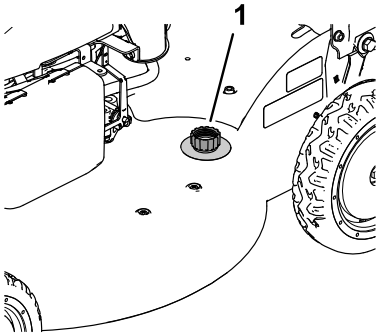

Figure 34
4. Branchez un tuyau d'arrosage, relié à une arrivée d'eau, au raccord de lavage de la machine (Figure 34).